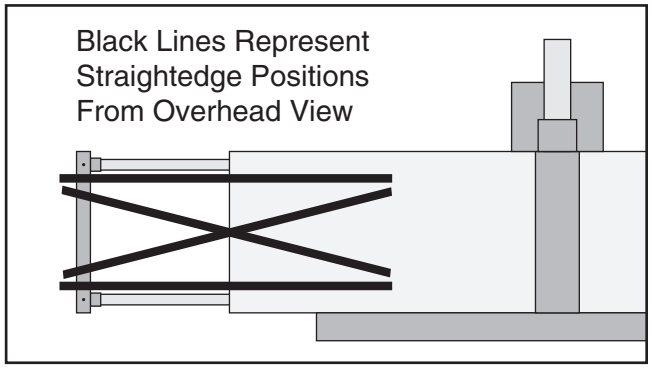

Figure 52. Straightedge positions for checking infeed/outfeed table extension parallelism.
3. Place straightedge in the positions shown in **Figure 52**. In each position, straightedge should touch table extension handle and sit flat on table.